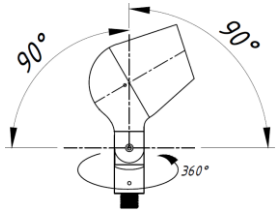

Рисунок 5. Регулировка угла наклона и поворота светильника.
5.4. Отрегулируйте угол наклона и поворота светильника (см. рисунок 5). Для этого ослабьте винт с внутренним шестигранником, отрегулируйте углы наклона, поворота и затяните винт.